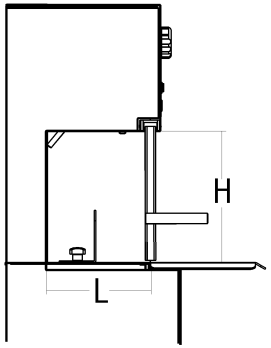

Fig.2.3.1
2.3 - *Dimensioni massime del pezzo in lavorazione (Fig. 2.3.1)*